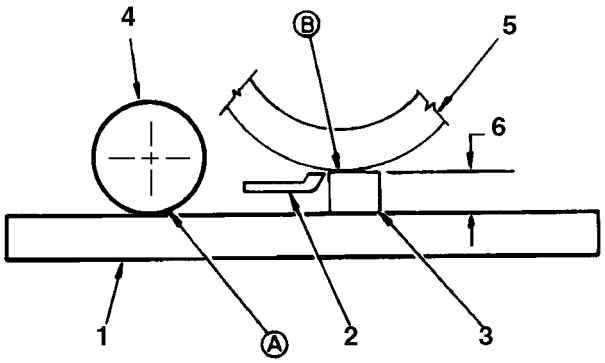

Fig. 4
- Anbring en stang (Fig. 4), der er ca. 70 cm lang og ca. 3 mm tykkere end den ønskede klippehøjde, under knivcylinderen og op imod bundknivens skær (Fig. 4). Knivcylinderen (ikke bundkniven) skal være i kontakt med stangen i hele sin længde
E. Stik en stang (Fig. 4), der er 70 cm lang og af samme tykkelse som den ønskede klippehøjde, under hele længden af knivcylinderen ved siden af bundkniven.